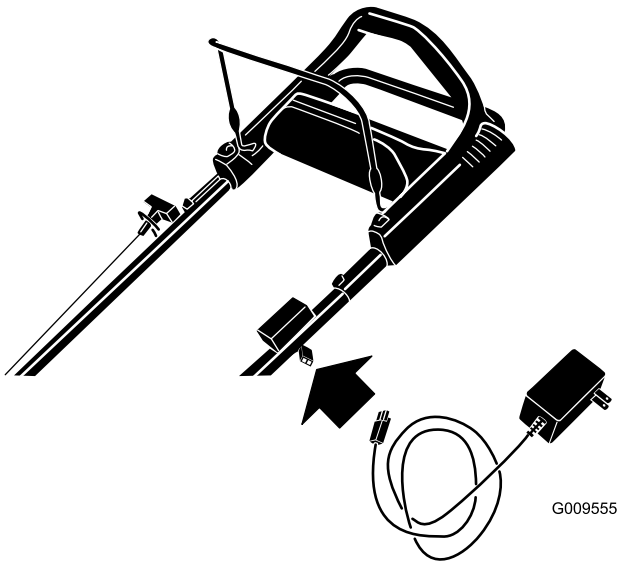

Figure 22
1. Branchez le chargeur au faisceau de câblage de la tondeuse situé sous la clé de contact (Figure 22).